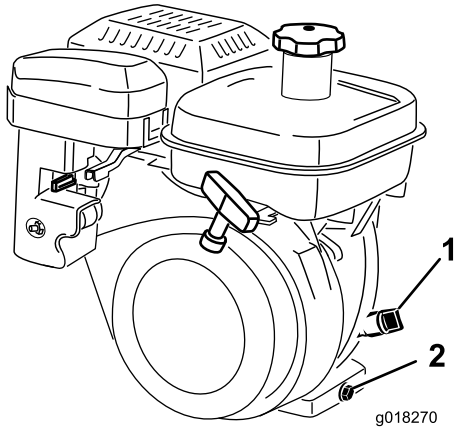

Figur 30
2. Plasser gressklipperen slik at motoren står jevnt, og rengjør rundt oljenivåmåleren (Figur 30).
3. Fjern oljenivåmåleren ved å rotere den mot klokken (Figur 30).
4. Tørk av oljenivåmåleren og sett den inn i fylleåpningen. Du må ikke skru måleren inn i åpningen. Fjern deretter peilestaven, og sjekk oljenivået. Hvis det er lite olje, tilsett kun nok olje til at nivået når opp mellom H- og L-merkene på måleren (Figur 30). Kontroller oljenivået på nytt. Ikke fyll på for mye.
2. Sett et oppsamlingsfat under tappepluggen bak på maskinen (Figur 30). Skru opp tappepluggen.